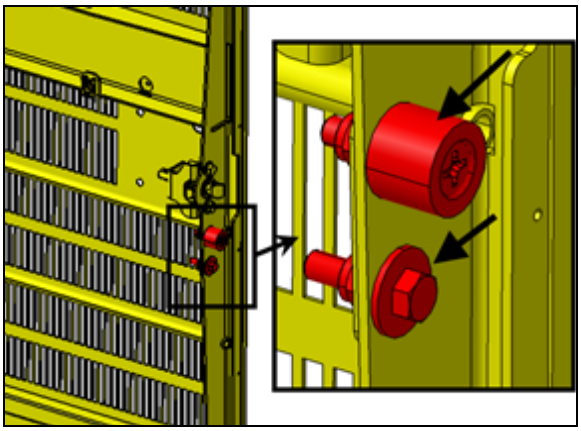

FIGURE 53:
10. Vérifier si les deux éléments identifiés par les flèches sont bien ajustés et que la fermeture de la porte n'est pas trop serrée (Figure 53:).